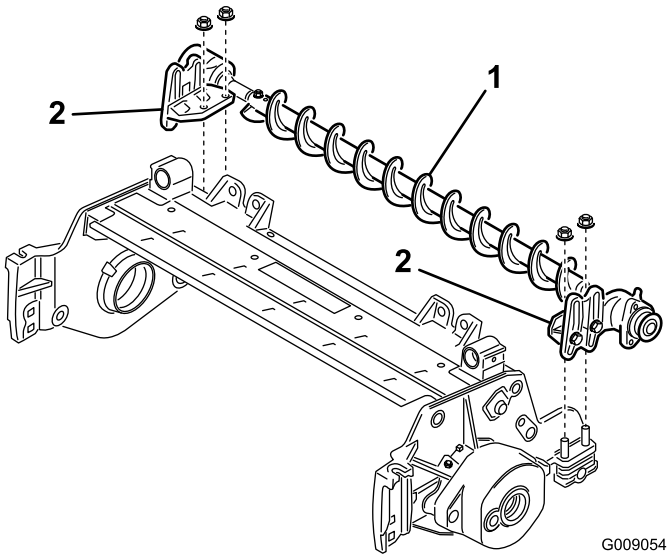

Figura 8
7. Coloque os suportes de montagem da escova do rolo nos parafusos de suporte do rolo (Figura 8).